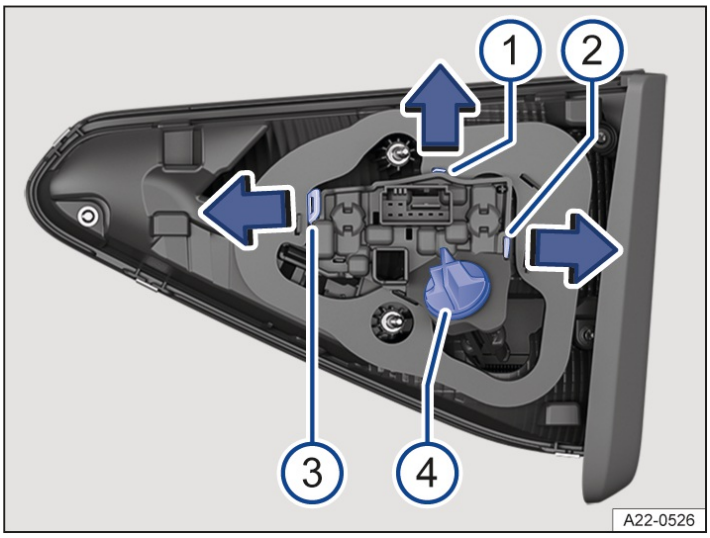

Fig. 2 In the trunk lid: removing the bulb holder.
3. Replacing the reversing light: Turn the bulb holder counterclockwise up to the stop and remove it toward the rear with the bulb → *fig. 2* (4).
Replacing the taillight: to release the bulb holder, press the catches in the direction of the arrow and remove the bulb holder toward the rear → *fig. 2* (1) to (3).